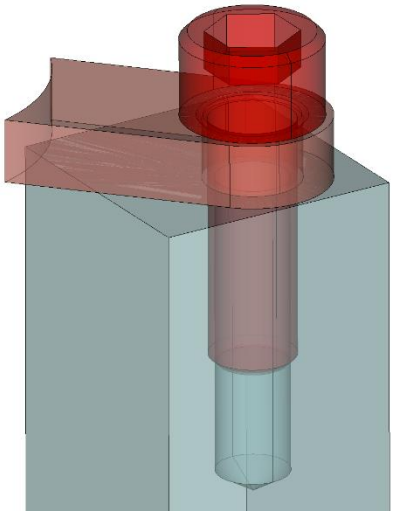

**Figure 2. Bolt geometry prior to reduce operation showing nearby volumes.**
**align_axis: Use this option if the center line of the bolt does not exactly match its hole center line. This option will automatically transform and rotate the bolt volume so that the center line of the hole and bolt are aligned and the bolt head is in contact with the upper volume. tight_fit: This option is normally used when the bolt shaft is overlapping the lower geometry as shown in figure 2. The tight_fit option will perform a boolean subtract operation to ensure that the bolt exactly fits the shaft geometry to the**